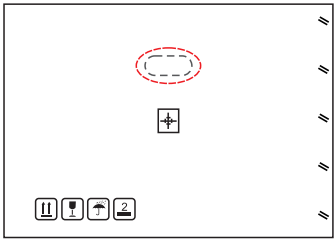

Figura 3.3
1. I cerchi rossi in basso indicano i ritagli sulla confezione del prodotto, uno per lato. Spingere i ritagli per formare le maniglie per spostare dell'inverter (vedere Figura 3.3).